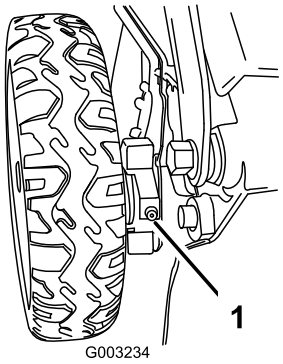

Figur 38
1. Tørk av smørefettet på innsiden av bakhjulene med en ren klut (Figur 38).